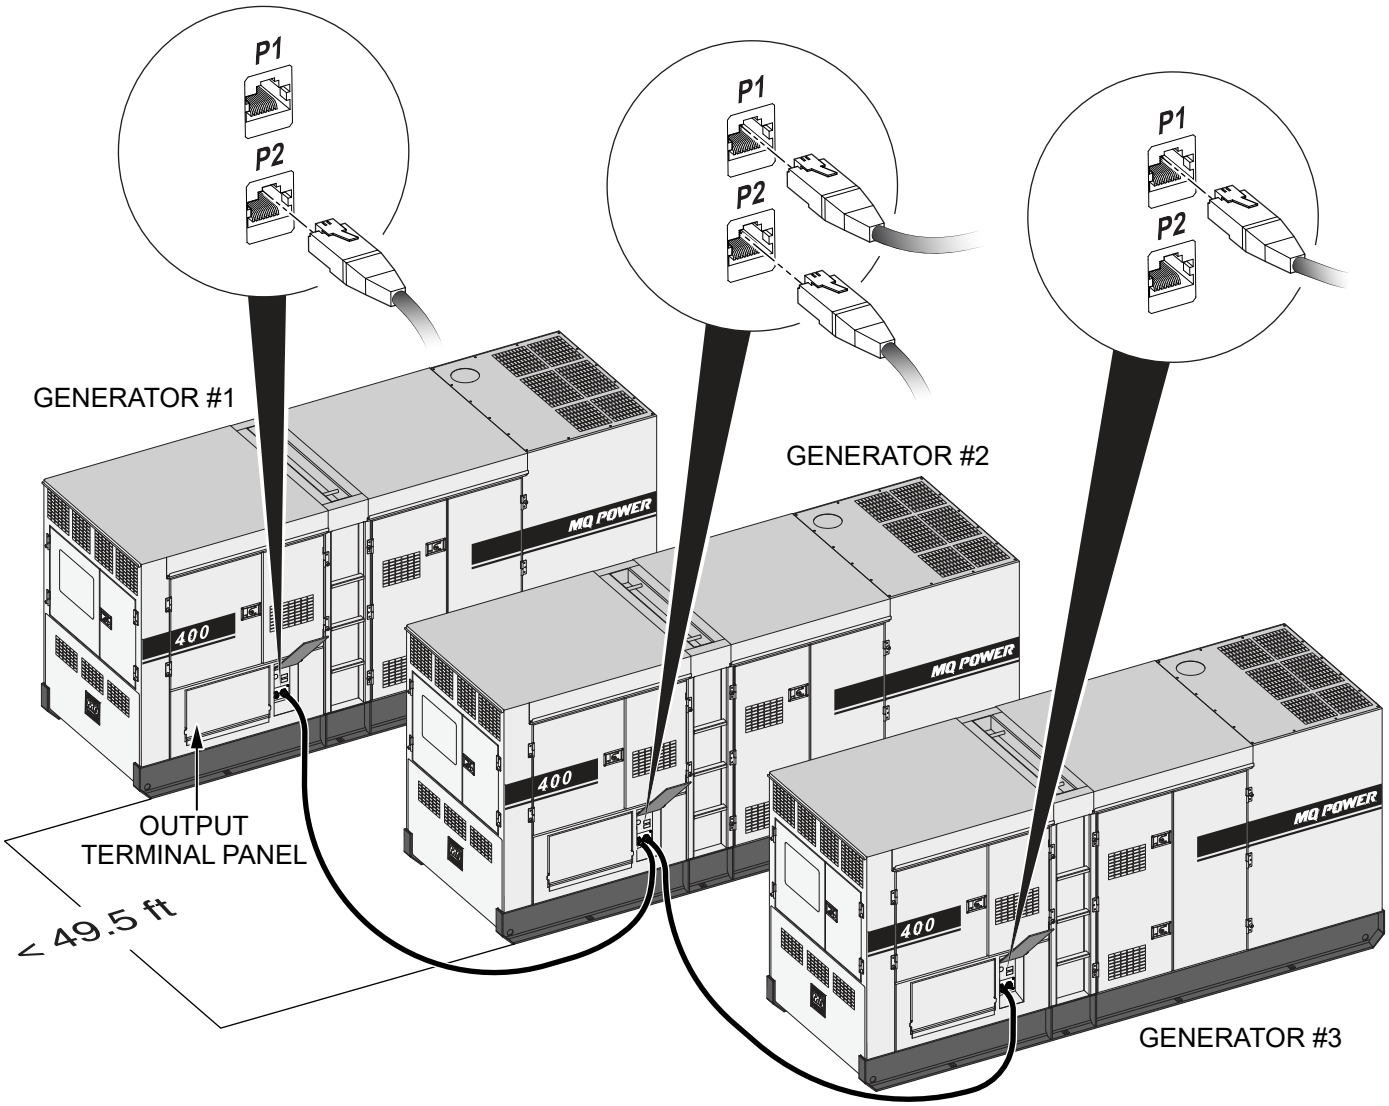

Figure 53. Communication Cable Connections (Parallel Operation)
1. Make sure the spacing between each generator control panel does not exceed **49.5 feet (15.08 m)**. See Figure 53**A**.
2. **On the first generator**, connect one end of the 49.5-foot (15.08 m) RJ45 ethernet cable to an available ethernet communication port as shown in Figure 53**A**.
3. Connect the other end of the 49.5-foot (15.08 m) RJ45 ethernet cable to an available ethernet communication port **on the second generator** (Figure 53**A**).
4. If there are more generators to be connected to the system (Figure 53**A**):